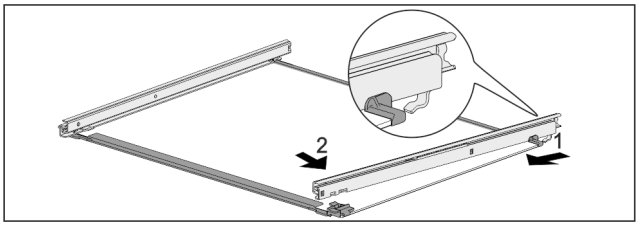

Fig. 166 Glass shelf with rails
▶ Hook in rail at the back. *Fig. 166 (1)*
▶ Hook in rail at the front. *Fig. 166 (2)*